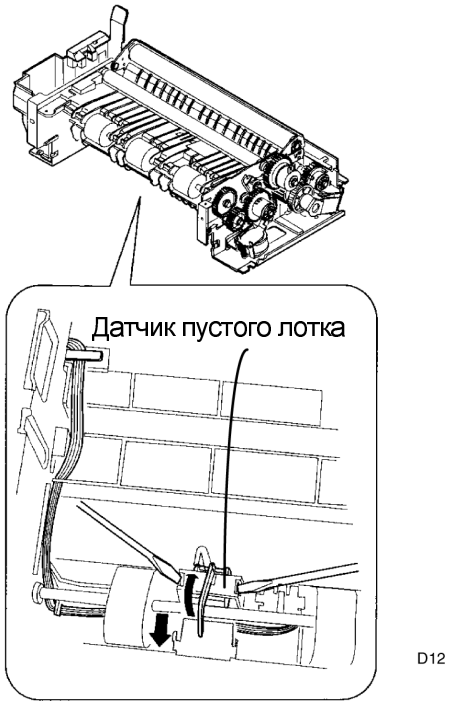

Рисунок 1. Снятие датчика пустого лотка
2. (Рисунок 1): Освободите и осторожно снимите датчик, смещая в указанном направлении.